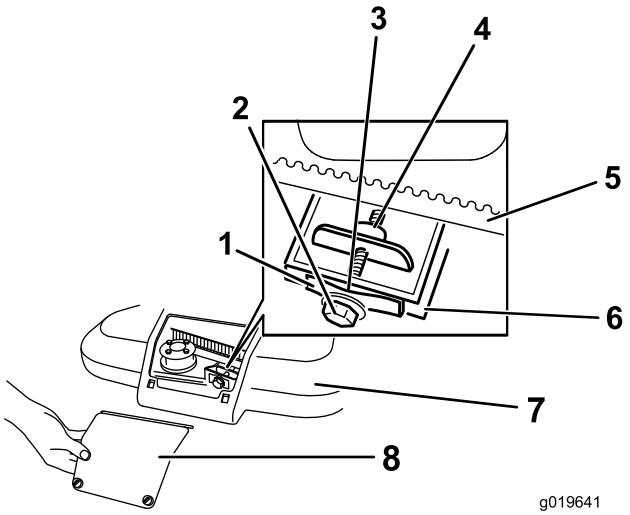

Figur 34
1. Løsn de to skruer på remskærmens adgangspanel, og fjern panelet (Figur 34).
Bemærk: Hvis der er et synligt mellemrum mellem søgelæren og fjederen, skal justeringsbolten og møtrikken spændes, indtil søgelæren lige akkurat kan skydes frit ind og ud af mellemrummet (Figur 34).